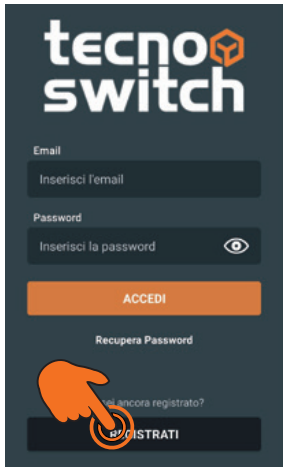

Fig.50
1. Selezionare "**Registrati**"(Fig.50);